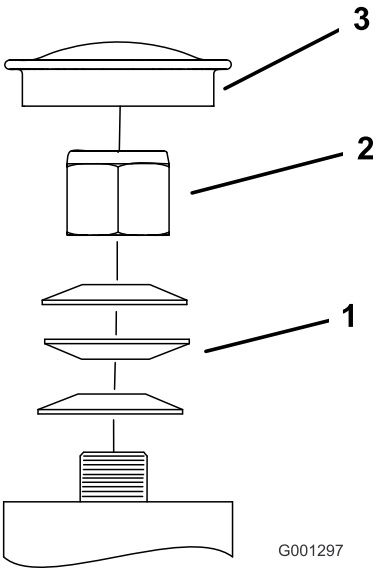

Figure 60
3. Déposez le capuchon protecteur de la roue pivotante et serrez le contre-écrou (Figure 60).
4. Continuez de serrer le contre-écrou jusqu'à ce que les rondelles élastiques soient aplaties, puis desserrez-le d'un quart de tour pour obtenir la précharge correcte des roulements (Figure 60).
Important: **Veillez à placer les rondelles élastiques correctement, comme montré à la Figure 60.**
5. Reposez le capuchon protecteur (Figure 60).